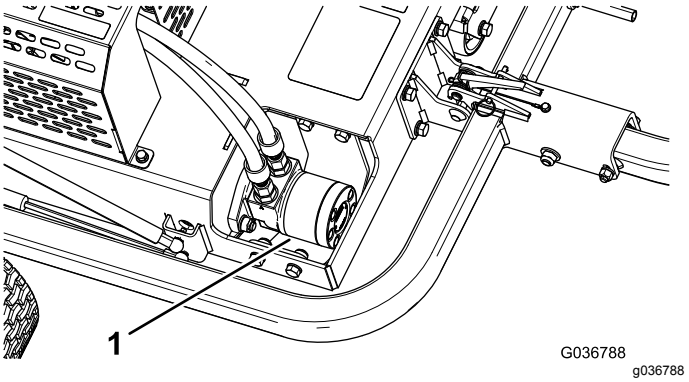

Figure 40
3. Nettoyez la surface autour du moteur hydraulique (Figure 40).